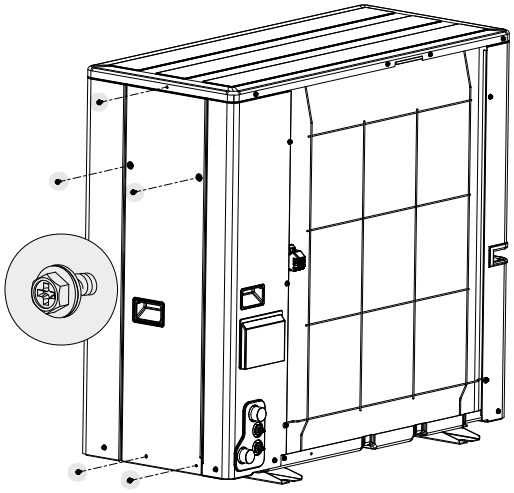

Figure 45. Heat Pump - Side Panel Removal
- Remove service panel, *Figure 45*, and inspect the following:
To access the refrigerant circuit pipework and the electrical components, the side panel can be taken off by removing the 5 screws shown in *Figure 45.*
4. Remove service access covers, refer to *Figure 45.*